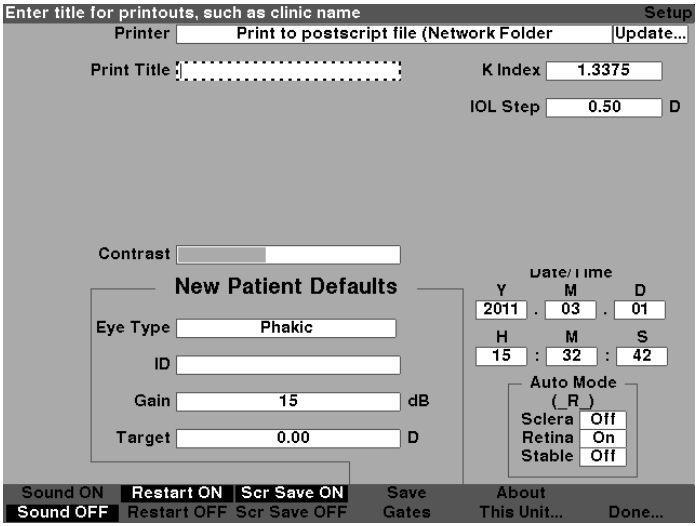

Figure 5-35 Print Title Field Activated
2. Press the knob or the √ button, to activate the field, indicated by the dashed border as shown in figure 5-35.